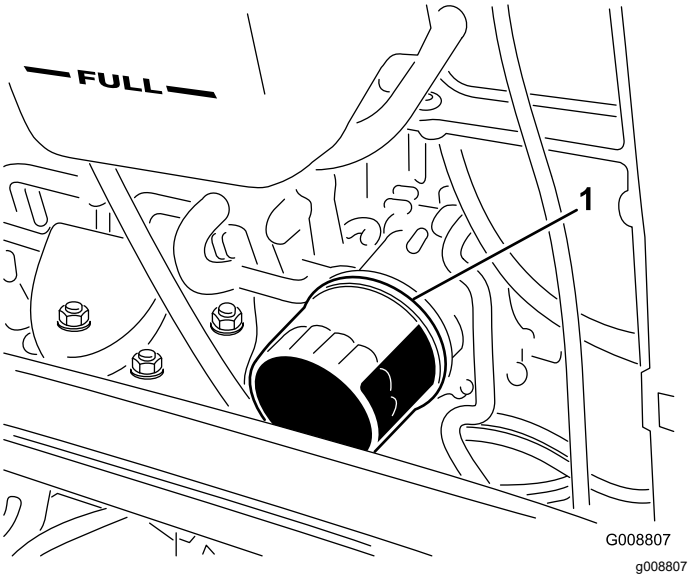

**Figur 90**
4. Ta av oljefilteret (Figur 90).